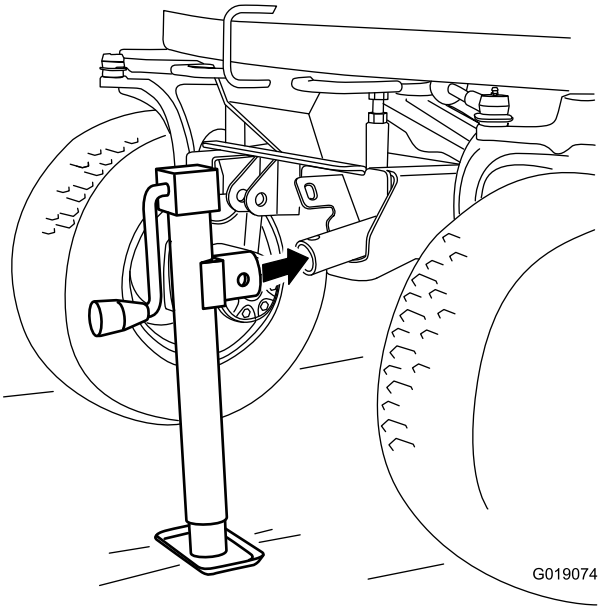

Figura 6
2. Instale o cubo do macaco sobre o cubo do suporte do macaco (Figura 6).